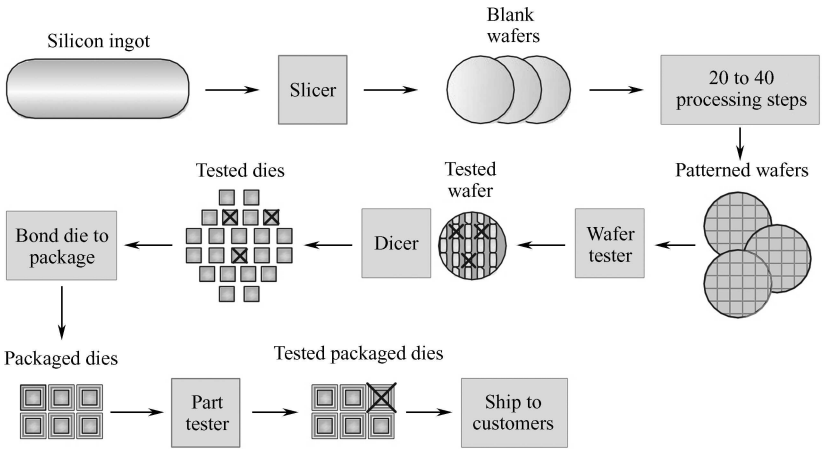

Figure 1.3 The chip manufacturing process
The manufacturing process for integrated circuits (ICs) is critical to the cost of the chips. Figure 1.3 shows that process. The process starts with a silicon crystal ingot, which looks like a giant sausage. Today, ingots are 8 ~ 12 inches in diameter and about 12 ~ 24 inches long. An ingot is finely sliced into wafers no more than 0.1 inches thick. These wafers then go through a series of processing steps, during which patterns of chemicals are placed on each wafer, creating the transistors, conductors, and insulators. Today's integrated circuits contain only one layer of transistors but may have from two to eight levels of metal conductor, separated by layers of insulators.
After being sliced from the silicon ingot, blank wafers are put through 20 to 40 steps to create patterned wafers [see Figure 1.4(a)]. These patterned wafers are then tested with a wafer tester, and a map of the good parts is made. Then, the wafers are diced into dies [see Figure 1.4(b)]. In Figure 1.3, one wafer produced 20 dies, of which 17 passed testing. (× means the die is bad.) The yield of good dies in this case was 17/20, or 85%. These good dies are then bonded into packages and tested one more time before shipping the packaged parts to customers. One bad packaged part was found in this final test.
2. What function does the slicer and dicer in Figure 1.3 perform respectively?